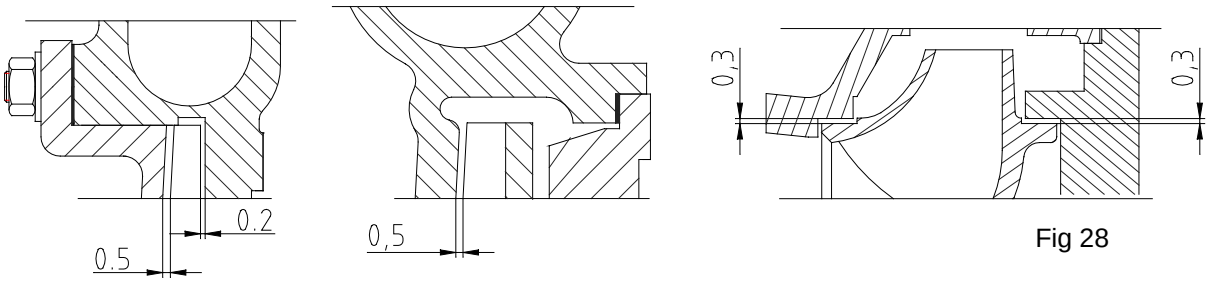

Fig 28
- Contrôler les JEUX devant et derrière la roue; fig 28.